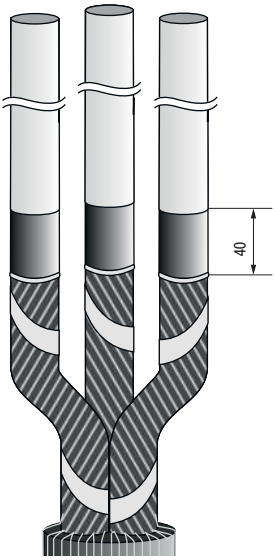

Рисунок 5
4.10 Уд лить слой полупроводящего экр н с к ждой жилы к беля, ост вив уч сток экр н н длине 40 мм от мест отгиб проволок экр н . После уд ления экр н поверхность полиэтиленовой изоляции должн быть гл дкой, без бугров, з усенцев и ч стиц экр н . Недост тки н поверхности полиэтиленовой изоляции устр нить н жд чной бум гой. Поверхность изоляции жилы очистить с лфеткой, смоченной в бензине или р створителе (рисунок 5).